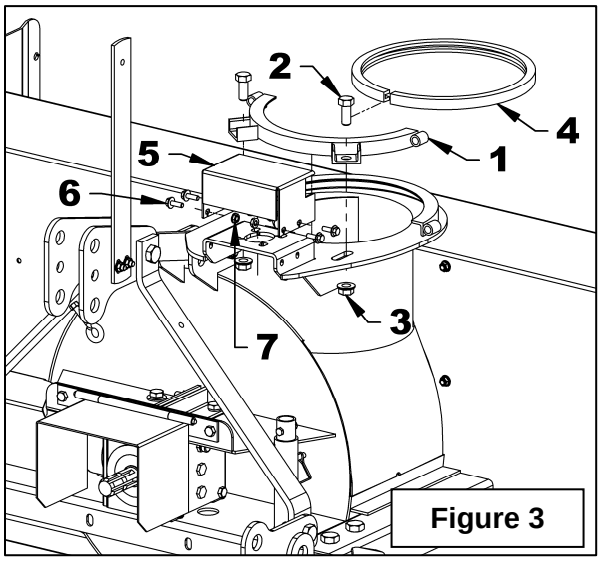

Figure 3
1. **Figures 3:** Retirer la plaque de retenue (item 1) en enlevant les deux boulons 5/8" x 1 1/2 (item2) et écrous à bride rainurée 5/8" (item 3).
2. **Figures 3:** Retirer le coussinet de rotation (item 4) et le protecteur d'engrenage (item 5) en retirant les quatre boulons à bride rainurée 5/16" x 1" (item 6) les écrous à bride rainurée 5/16" (items 7).